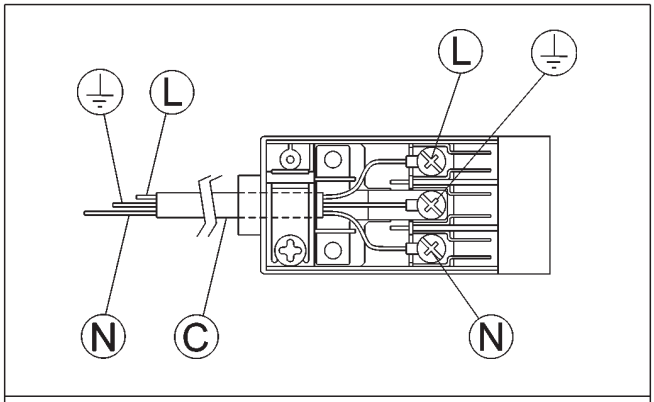

FIG. 11
- Poner un enchufe, adecuado a la carga indicada en la etiqueta, al cable de alimentación "C", en caso de que éste no lo posea (ver fig. 11).
- Conectar los cables según el esquema de la fig. 11, asegurándose que correspondan a las siguientes indicaciones: